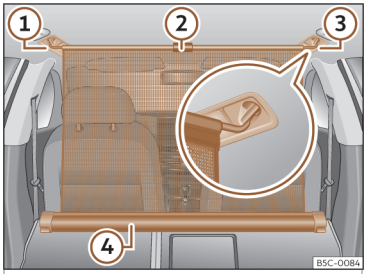

Fig. 135 Nel bagagliaio: rete divisoria fissata con gli schienali del sedile posteriore ribaltati.
- Tirare verso l'alto la linguetta>>> **fig. 135** ② per estrarre la rete dalla scatola>>> **fig. 135** ④.
- Fissare la rete divisoria sul lato destro o sinistro>>> **fig. 135** ③ (immagine ingrandita).
- Fissare la rete divisoria nell'alloggiamento del lato opposto>>> **fig. 135** ① tirando la barra.
La rete divisoria è correttamente montata quando le estremità a forma di T sono fissate saldamente agli alloggiamenti corrispondenti>>> **fig. 135** ③ e ①. »
- Avvolgere la rete nella scatola>>> fig. 135 ④ abbassandola con la mano.